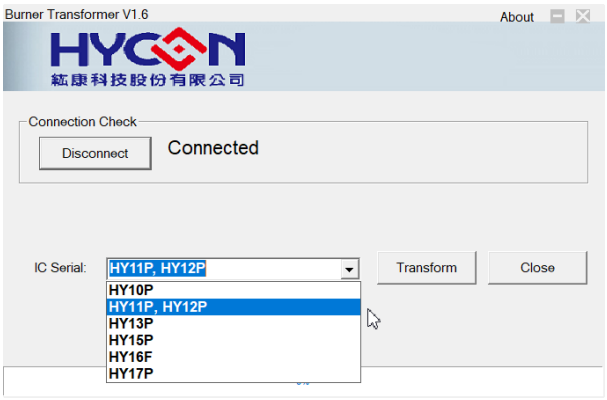

图 3-3b
- 在 IC Serial 下拉清单中选择要升级的固件版本(如图 3-3b)后，再点击”Transform”，开始更新。